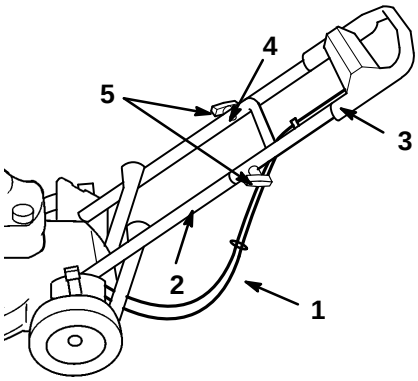

Abbildung 3
4. Die Enden des oberen Griffstangenteils so über die untere Griffstange schieben, daß die Teile zusammenliegen (Abb. 3).
5. Darauf achten, daß die Kabel unter und hinter der unteren Griffstange geführt werden (Abb. 3).
6. Die obere Griffstange mit zwei geformten Schrauben und zwei Knöpfen an der unteren Griffstange befestigen (Abb. 3).